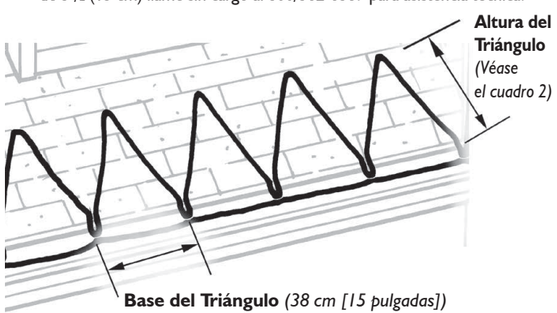

Figura 4. Diseño de los triángulos del cable en el recorrido del techo
- **Diseño para el recorrido del cable por el techo:** El recorrido del cable a lo largo de la línea del alero del techo sigue un diseño triangular (véase la Figura 4). Se debe extender el cable a lo largo del saliente del techo sobre las zonas calientes. Para determinar la altura de los triángulos, mida la profundidad del saliente del techo. Se puede medir la altura de los triángulos por el número de filas de tejas partiendo del borde del alero (basándose en tejas estándares de 5$^1/_2$ pulgadas [15 cm]). Utilice el cuadro 2 para determinar la altura de cada triángulo. Si se utiliza este método, los triángulos se extenderán por lo menos en una fila de tejas (5$^1/_2$ pulgadas [15 cm]), en las zonas calientes del techo.